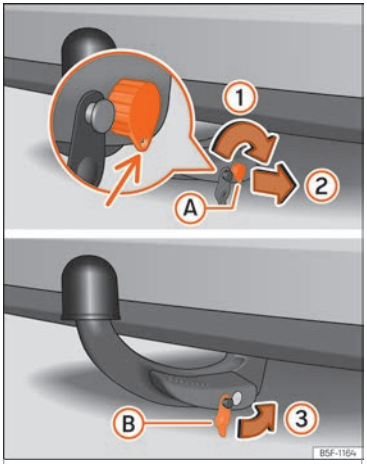

Fig. 173 Putting the tow hook in place. Step 2.
- Turn the key to the right just half a turn, until the hole in the key faces downwards ››› Fig. 173 ①.
- Remove the key ②.
- Place the cover Ⓑ on the lock ③ ››› Fig. 173 ››› ❗.